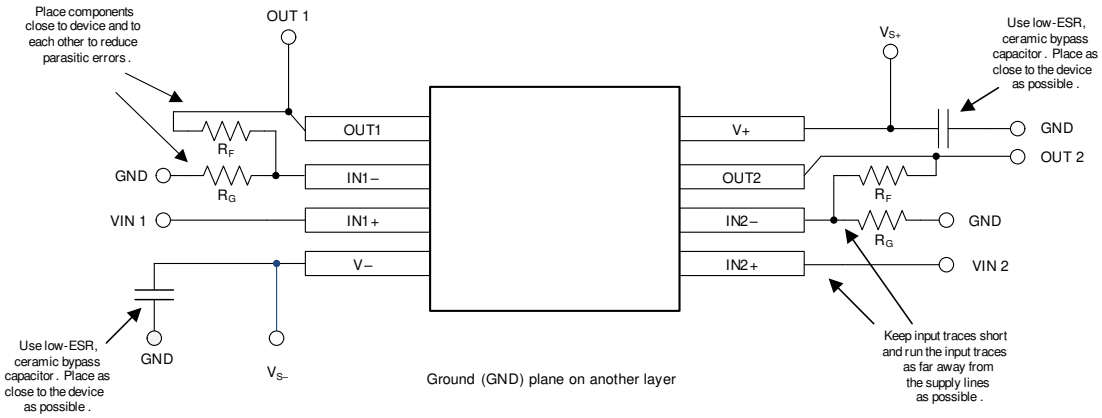

**图 11-2. Layout Example**
- Place the external components as close to the device as possible, as shown in 图 11-2. Keeping $R_F$ and $R_G$ close to the inverting input minimizes parasitic capacitance.